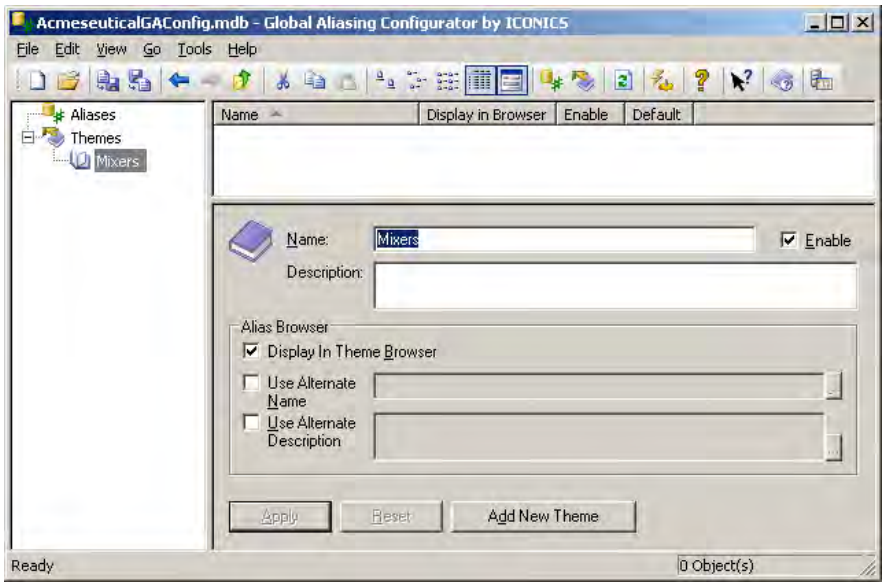

Figure L13.2 - New Tanks Theme
2. In the "**Name**" field on the right-hand pane, enter "**Mixers**", as depicted in Figure L13.2.